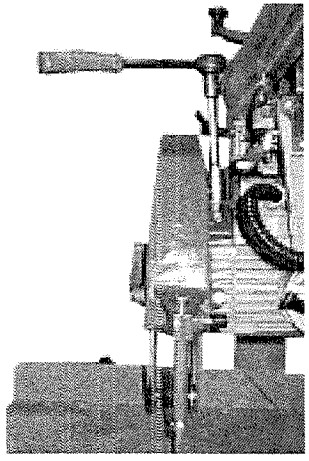

Fig. 2
2. Using a CH 17 socket wrench remove the nut and washer that secure the blade casing to the motor. Fig. 2. Remove the blade casing.